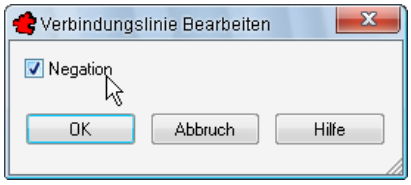

Bild 25.18 – Auch die Verbindungslinie selbst kann als logischer Operand fungieren
- Wenn Sie diese Bedingung an das UND-Gatter anknüpfen, definieren Sie noch die *Negation*. Hierdurch schließen sich die Schaltstufen *1*, *2* und *Auto* der Anlage gegenseitig aus, wodurch zugleich die restlichen drei Bedingungen definiert sind (Abb. 25.18).